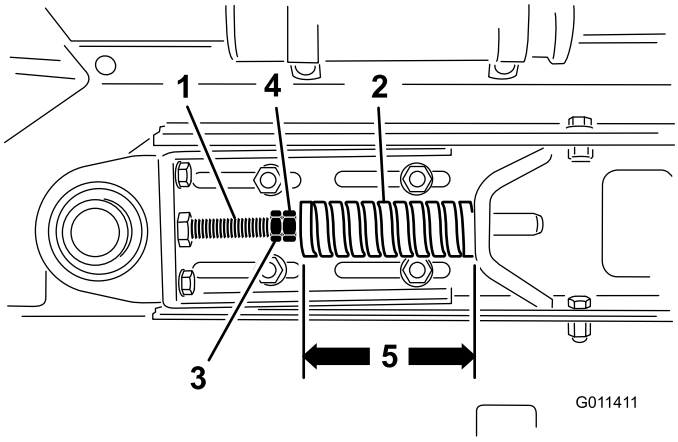

Figur 26
1. Lossa kontramuttrarna och justera spännstångens (Figur 26) muttrar för att erhålla önskad spänning.